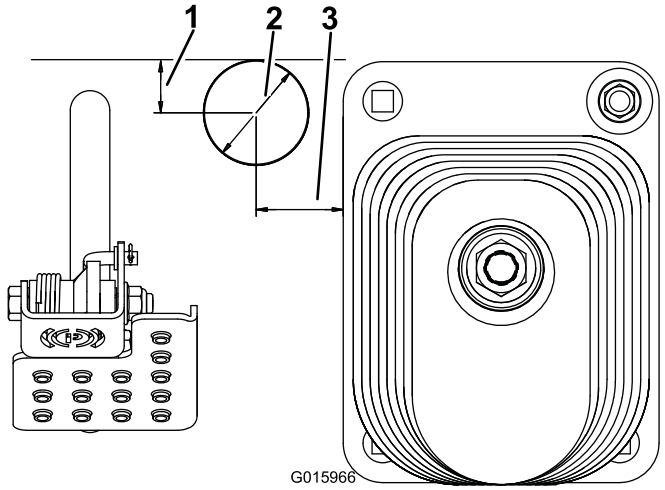

Figura 4
2. Servendovi delle quote riportate in Figura 4, individuate nel pianale la posizione corrispondente, contrassegnatela e praticate nella medesima un foro con diametro di 51 mm.